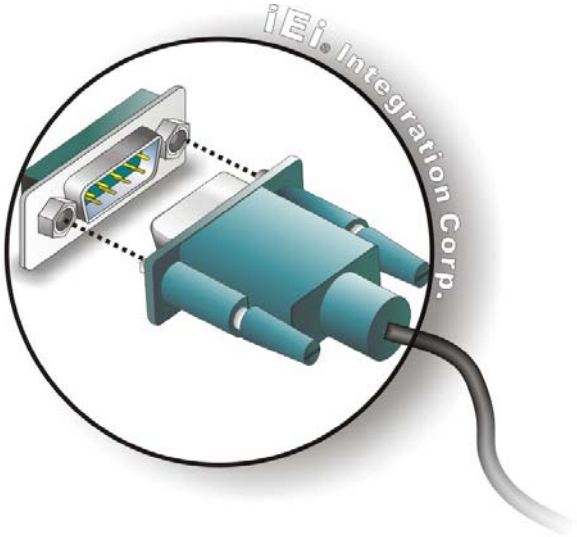

Figure 3-23: Serial Device Connector
Step 2: **Insert the serial connector**. Insert the DB-9 connector of a serial device into the DB-9 connector on the external peripheral interface. See **Figure 3-23**.